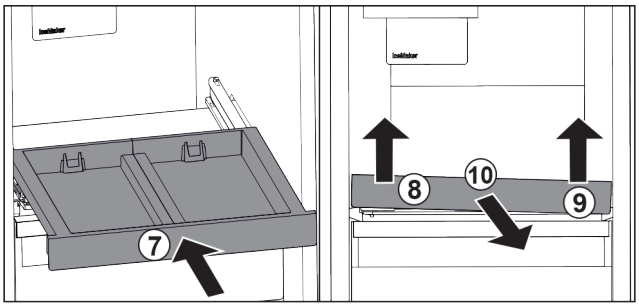

Fig. 20
▶ Вставьте выдвижную панель. *Fig. 20 (7)*
▶ Приподнимите выдвижную панель спереди слева. *Fig. 20 (8)*
▶ Приподнимите выдвижную панель спереди справа. *Fig. 20 (9)*
▶ Извлеките выдвижную панель движением вперед. *Fig. 20 (10)*